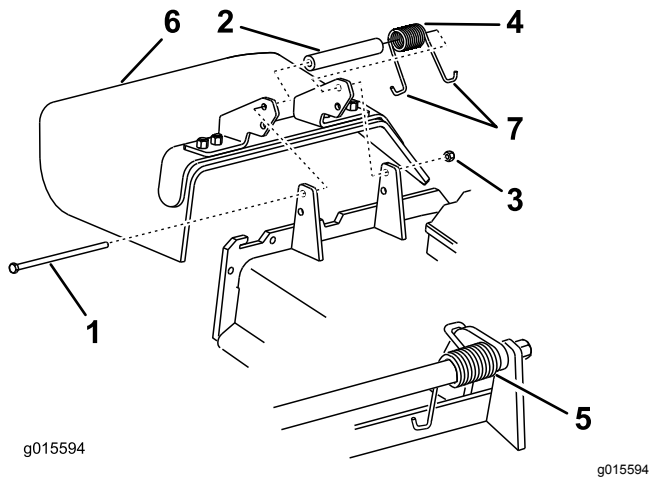

Figuur 108
1. Verwijder de borgmoer, de bout, de veer en het afstandsstuk waarmee de grasgeleider vastzit op de draaibeugels (Figuur 108).
2. Verwijder een beschadigde of versleten grasgeleider (Figuur 108).
Opmerking: Zorg ervoor dat het J-vormige uiteinde van de veer is gemonteerd achter de rand van het maaidek voordat u de bout plaatst zoals wordt aangegeven in Figuur 108.
6. Plaats het J-vormige haakuiteinde van de veer om de grasgeleider (Figuur 108).